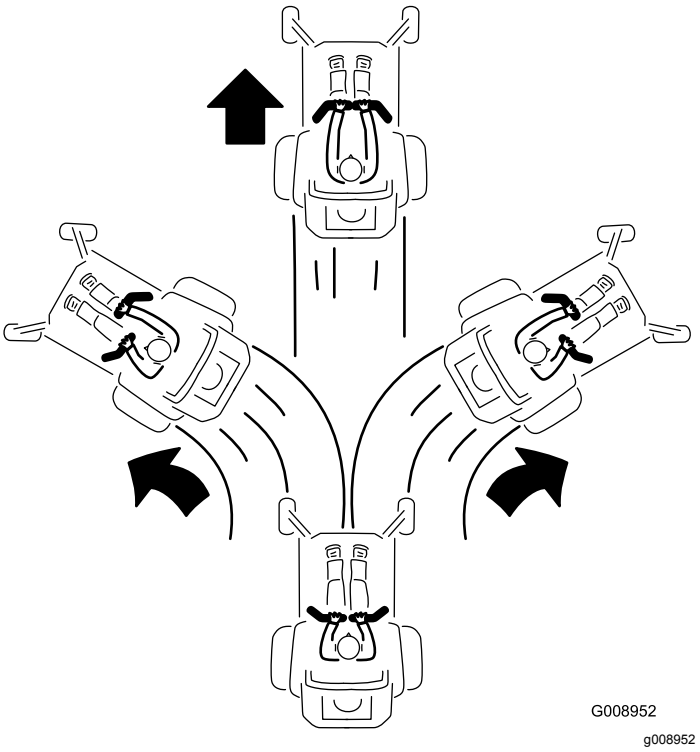

Figuur 28
3. Om vooruit te rijden, duwt u de rijhendels langzaam naar voren (Figuur 28).